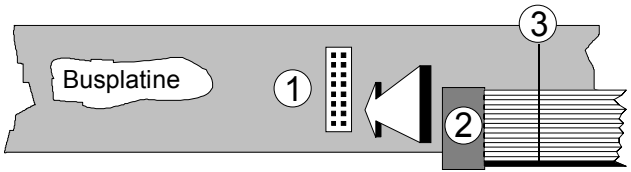

Abb. 3: Montage des Flachbandkabels an der Busplatine
❒ Verbinden Sie nun das freie Ende des Flachkabels (s. ② in Abb. 3) mit einem **freien Steckplatz auf der Busplatine** (s. ① in Abb. 3).
⚠ Achten Sie darauf, daß die **farbige Markierung des Kabels** beim Blick auf die Busplatine **unten** liegt (s. ③ in Abb. 3) und daß die Buchsen **bündig** (nicht seitlich versetzt) auf den Steckern sitzen, da andernfalls die Module bei Inbetriebnahme zerstört werden!